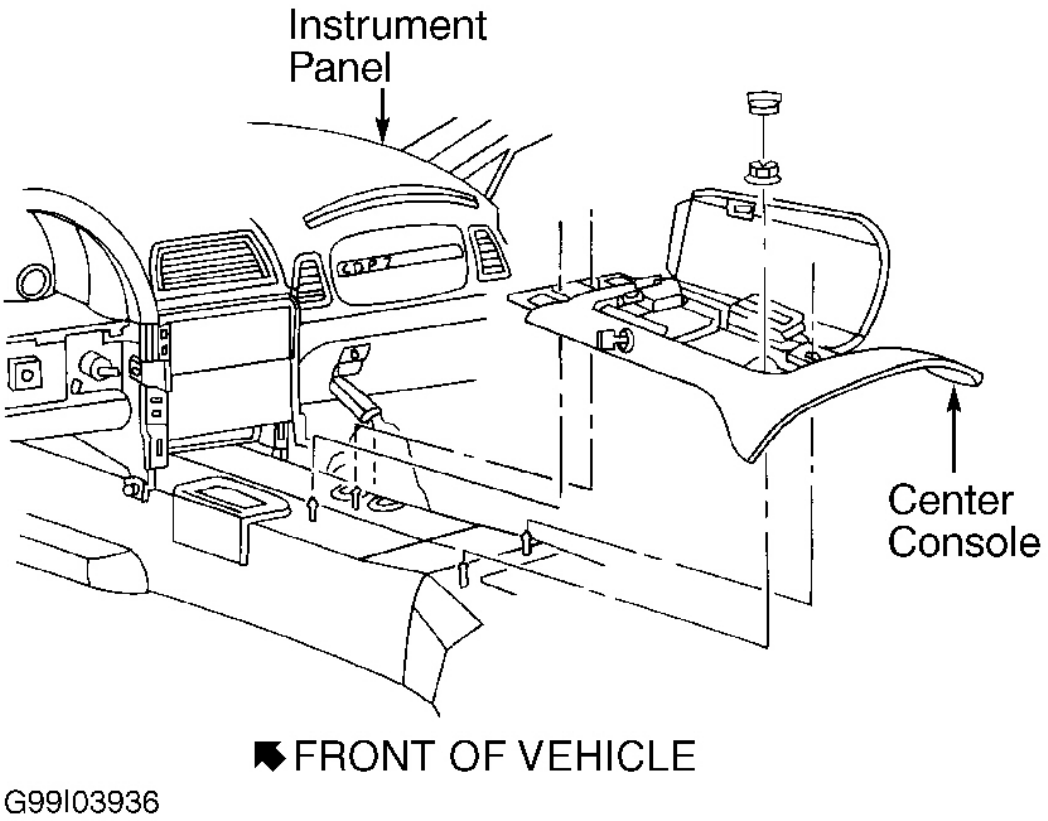

Fig. 18: Removing Center Console
3. Disconnect electrical accessory plug connector. Unscrew electrical accessory plug retainer from housing. Remove electrical accessory plug housing from console. Disconnect fuel door release switch connector. Remove fuel door release switch. Turn console over. Using small flat-blade screwdriver, carefully release switch tabs. Remove console from vehicle. See **Fig. 18** .